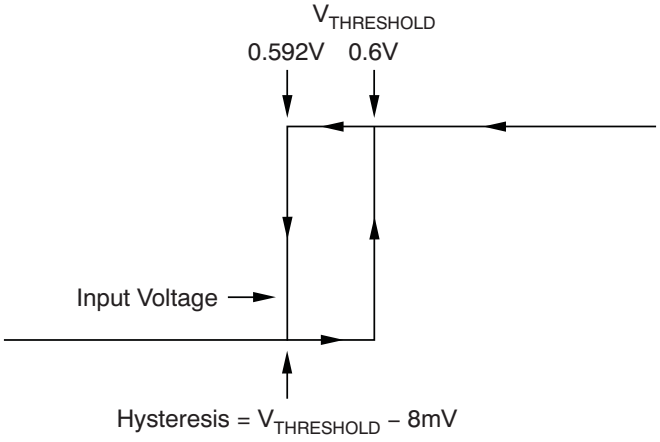

図 1. Typical Comparator Hysteresis
(1) Hysteresis refers to the threshold (the threshold specification applies to a rising edge of a noninverting input) of a falling edge on the noninverting input of the comparator; refer to 図 1.
(2) Specified by design.
(3) V_{ID} refers to the differential voltage at the comparator inputs.
(4) Open-drain output can be pulled to the range of 2.7 to 18 V, regardless of V_S.
(5) The comparator response time specified is the interval between the input step function and the instant when the output crosses 1.4 V.
(6) The $\overline{\text{RESET}}$ input has an internal 2 MΩ (typical) pull-down. Leaving $\overline{\text{RESET}}$ open results in a LOW state, with transparent comparator operation.